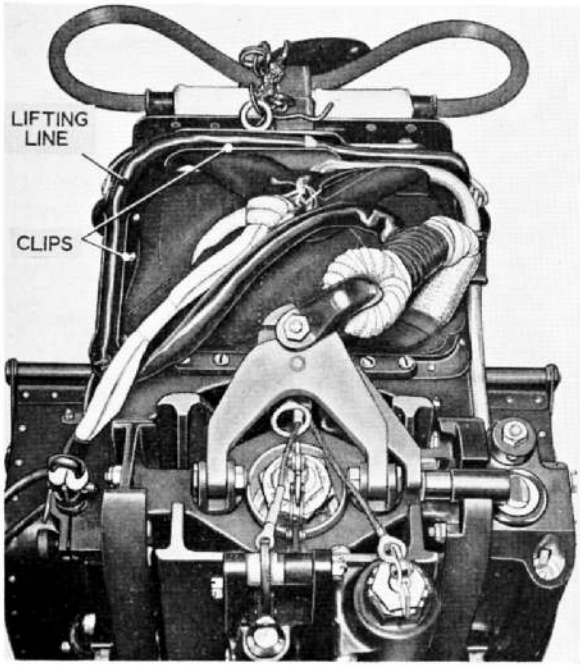

Fig. 17. Fitting the lifting lines
27. Commencing at the front of the drogue container, press the lifting lines down into their clips, using thumb pressure, until the final result is similar to that shown in fig. 17.